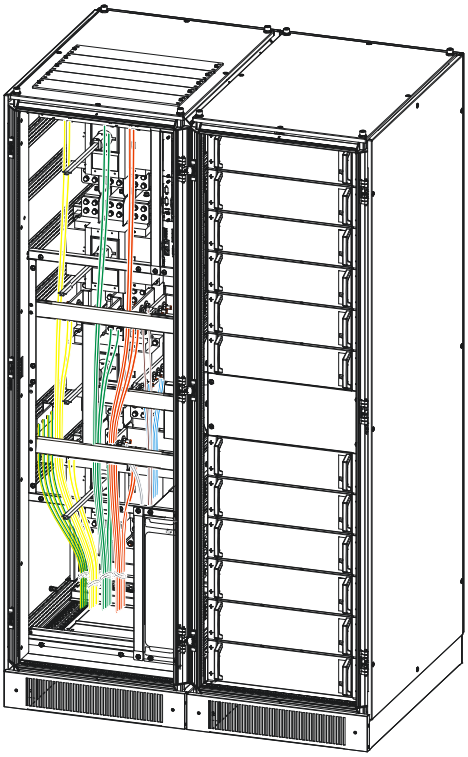

Рис. 3.30 Схема подключения кабелей в распределительном шкафу (верхний подвод кабелей)
Step 4 После подключения зафиксируйте кабели стяжками (как показано на Рис3.29, Рис. 3.30), установите на место крышки кабельных отсеков и рукоятки переключателей. На этом подключение закончено.